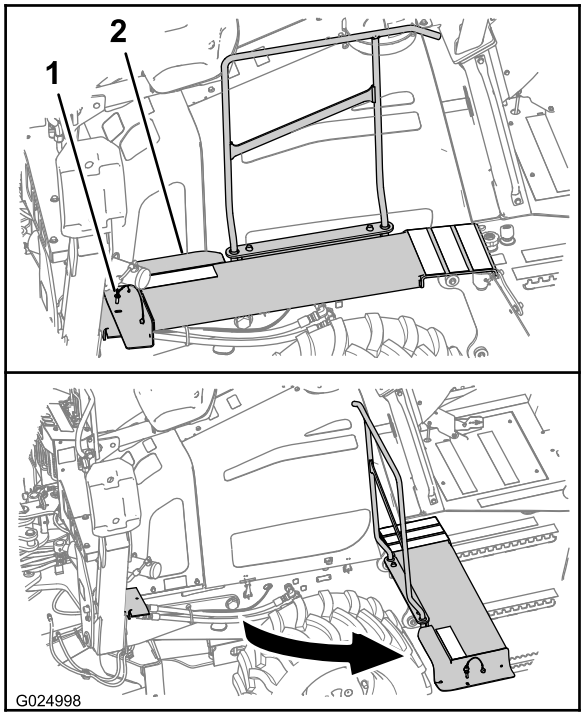

Bild 58
A. Nehmen Sie an der linken Seite der Maschine den Haltering vom vorderen Ende des Durchgangs ab (Bild 58).
B. Drehen Sie den Durchgang von der Maschine weg, wie in Bild 58 abgebildet.
A. Drehen Sie das vordere Ende des Durchgangs auf die Ausgangsstellung (Bild 58).
B. Fluchten Sie das Loch im Durchgang mit dem Loch in der Stützhalterung für den Durchgang aus (Bild 58).